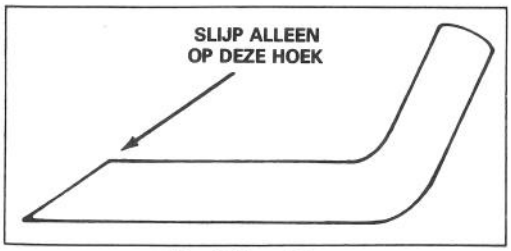

Afbeelding 15
6. SLIJPEN VAN HET MES — Slijp de bovenkant van het mes met een vijl en behoud de oorspronkelijke snijhoek (Afb. 15). Het mes blijft in balans, wanneer van beide snijkanten eenzelfde hoeveelheid wordt weggeslepen.